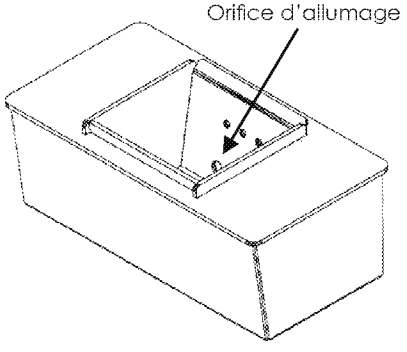

FIGURE 17
g. Replacez la section intérieure dans le pot de combustion, assurez-vous qu'il est de niveau et poussé à fond, et que le trou d'allumage est vers l'arrière au remontage (Figure 17).